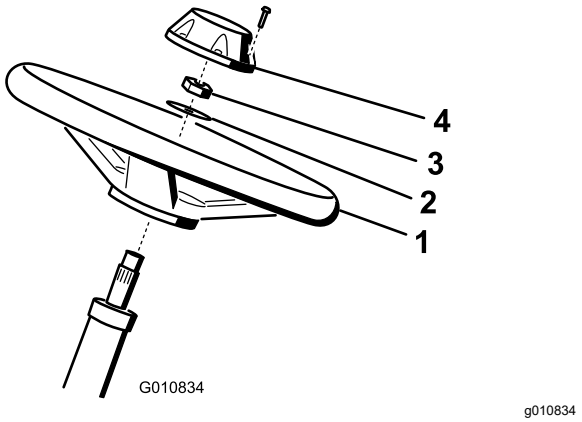

Figuur 6
1. Schuif het stuurwiel op de stuuras (Figuur 6).
2. Schuif de ring op de stuuras (Figuur 6).
3. Zet het stuur vast op de as met een borgmoer en trek die aan tot 27-35 N·m (Figuur 6).
4. Plaats de dop op het stuurwiel en bevestig deze met 6 bouten (Figuur 6).